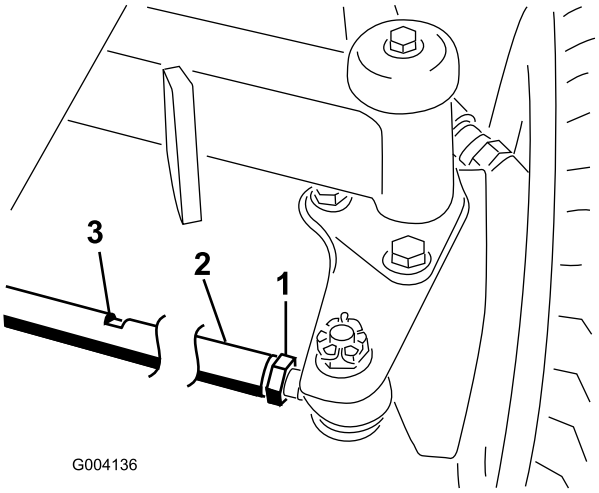

**Figuur 60**
2. Draai de contramoeren aan de uiteinden van de trommel van de tractiestang los (Figuur 60).